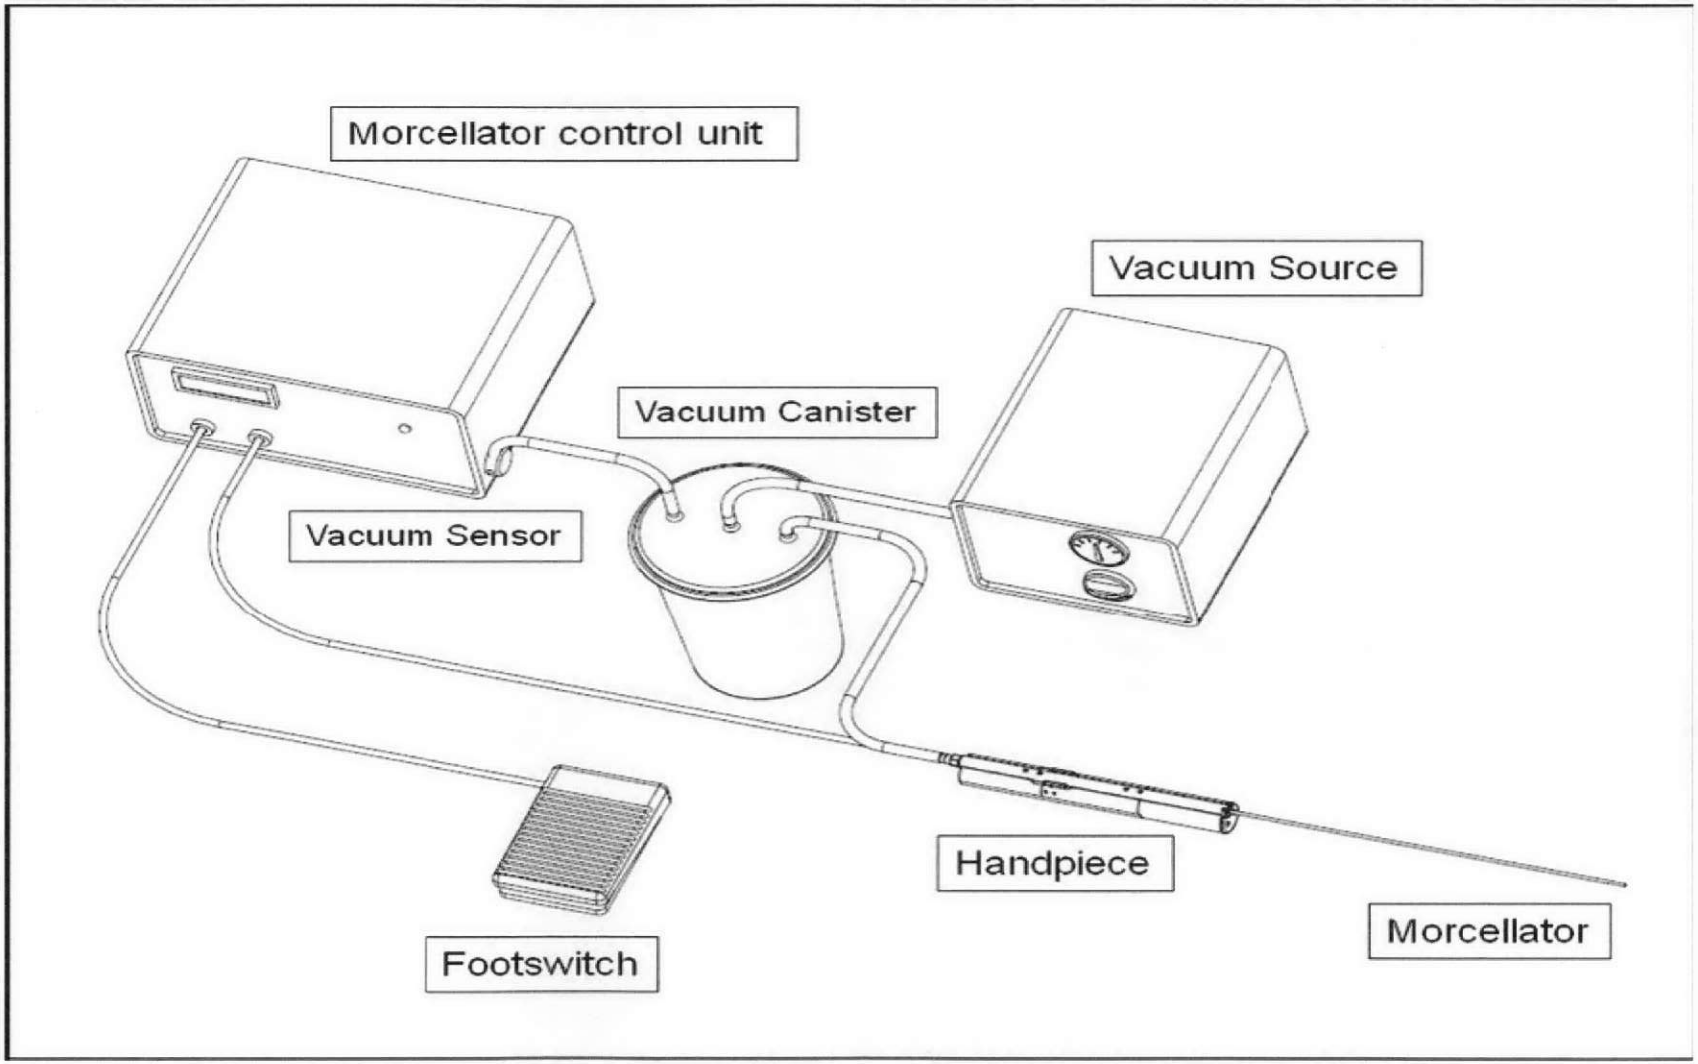

Figure 6 Morcellator Configuration Diagram
1. Review the System Configuration Diagram in Figure 6 for setup outline.